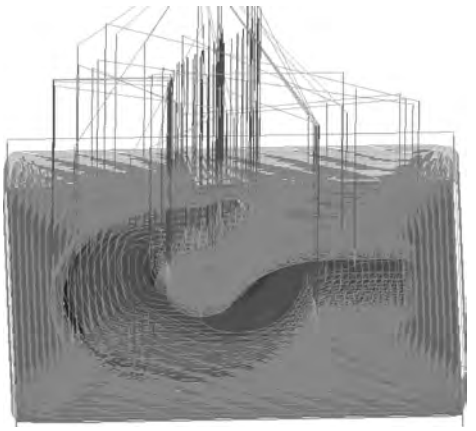

图 5-231 等高线粗加工轨迹生成
(8) 单击“确定”按钮，系统开始计算并生成等高线加工轨迹，如图 5-231 所示。